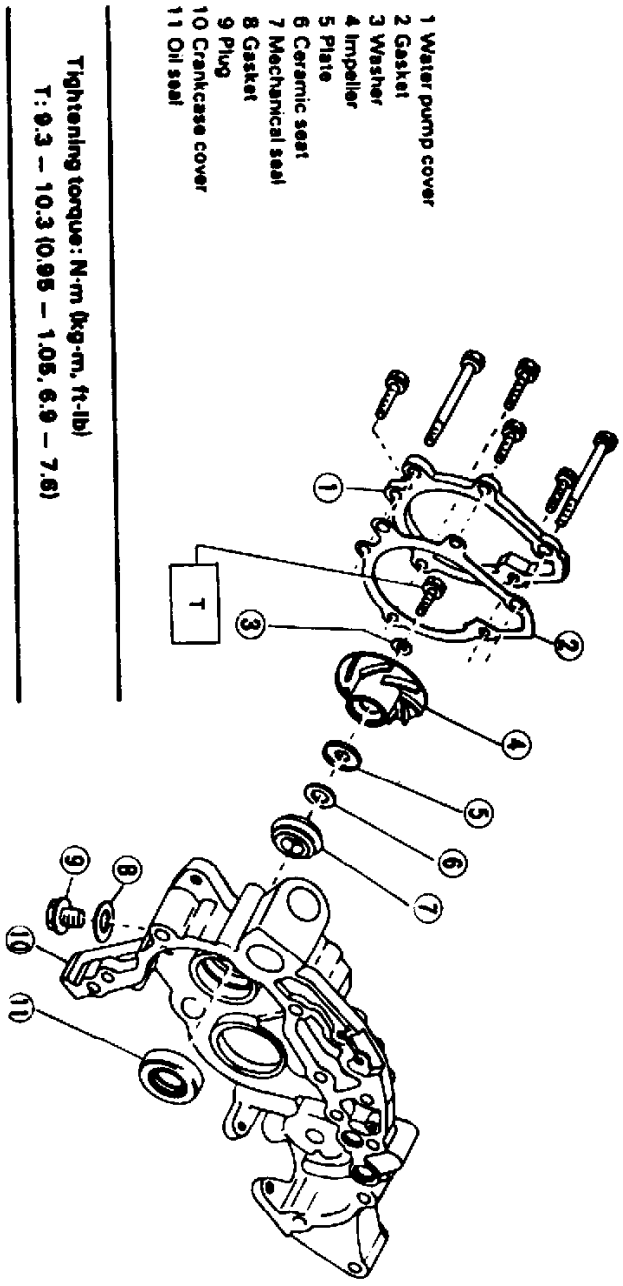

Fig. 64 Water Pump Assembly Replacement
8. Remove water pump and crankcase cover assembly, **Fig. 64**.